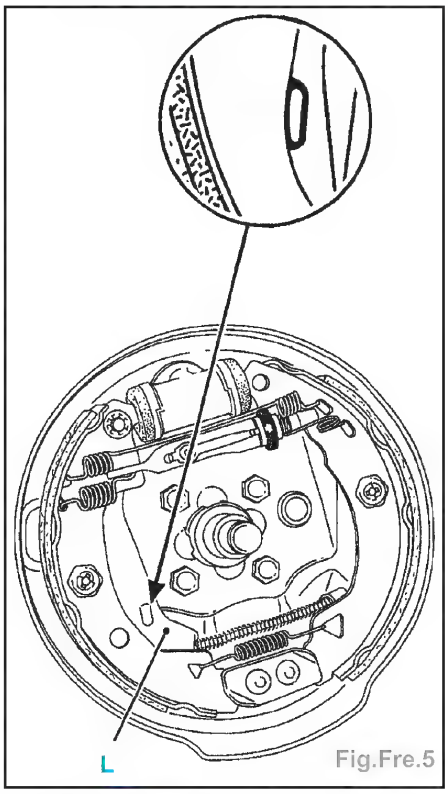

Fig.Fre.5
- de la mise en appui correcte des leviers (L) de frein à main sur les segments (Fig.Fre.5).